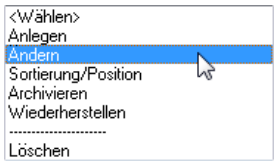

Bild 27.9 – *Bibliothek*, Menüpunkt *Ändern*
- Wählen Sie die gewünschte Bibliothek in der Rubrikenliste und rufen Sie im Listenmenü *Ändern* auf (Abb. 27.9).